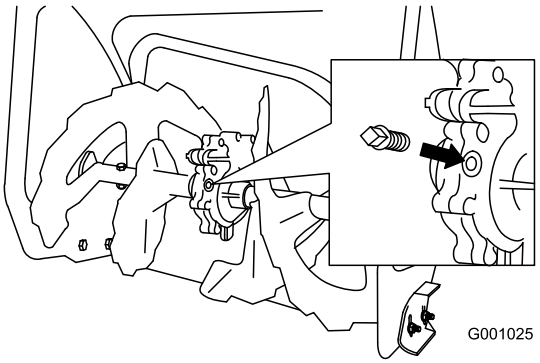

**Figure 50**
2. Clean the area around the pipe plug (Figure 50).